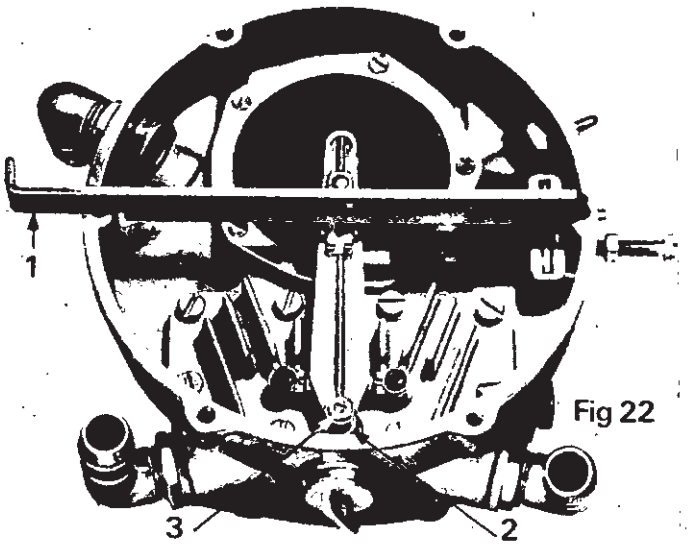
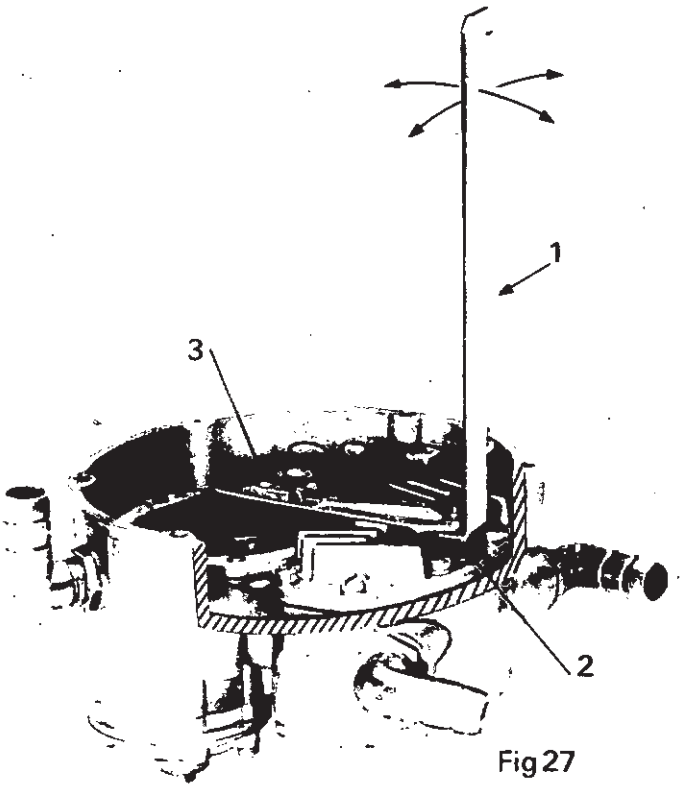

Fig 22
Fig 27
- introduire la jauge Weber (98 000 850) dans les trous de vis de fixation de couvercle comme indiqué en Fig. 22,
- si on constate des fuites au clapet, insérer la fourchette de la jauge Weber (déjà utilisée en Fig. 22) entre le levier et le clapet comme indiqué en Fig. 27 et tordre légèrement le levier du côté où a été relevée la fuite,